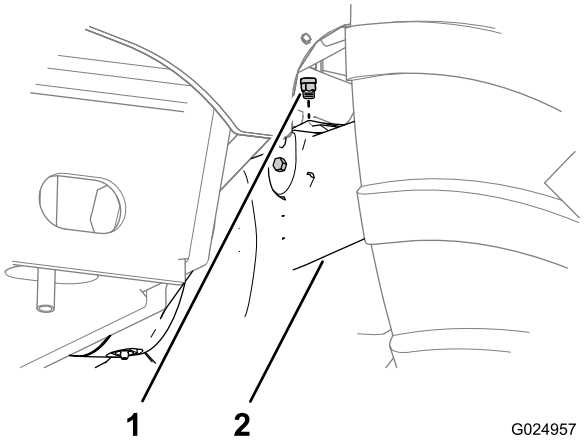
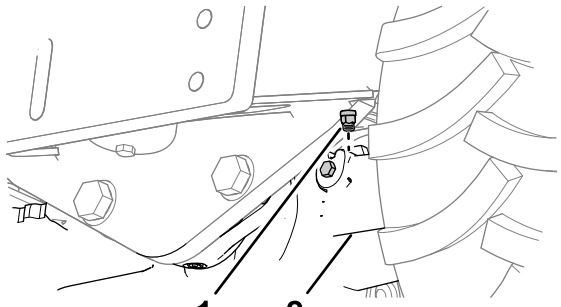

Figure 91
Figure 92
1. Clean the area around the breathers with a cleaning solvent (Figure 91 and Figure 92).
2. Remove the breathers from the front axle and rear axles (Figure 91 and Figure 92).
5. Install the breathers into the front and rear axles(Figure 91 and Figure 92).